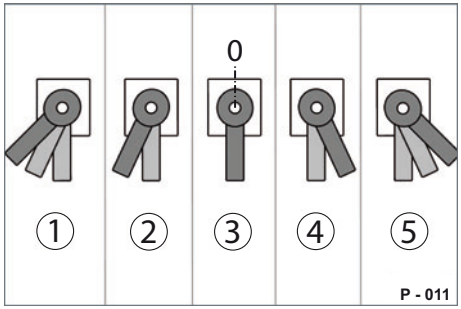

Abb. 45 Schwenkhebel-Stellungen
▶ Drücken Sie den Schwenkhebel nach innen und drehen Sie ihn gegen Uhrzeigersinn auf das Symbol „Heben“ (Abb. 45/5).
▶ Drehen Sie den Schwenkhebel bei erreichter Höhe um eine Stufe zurück in die „STOP“-Stellung (Abb. 45/4).
▶ Drücken Sie den Schwenkhebel nach innen und drehen Sie ihn ihm Uhrzeigersinn auf das Symbol „Senken“ (Abb. 45/1).
▶ Drehen Sie den Schwenkhebel bei erreichter Höhe um eine Stufe zurück in die „STOP“-Stellung (Abb. 45/2).